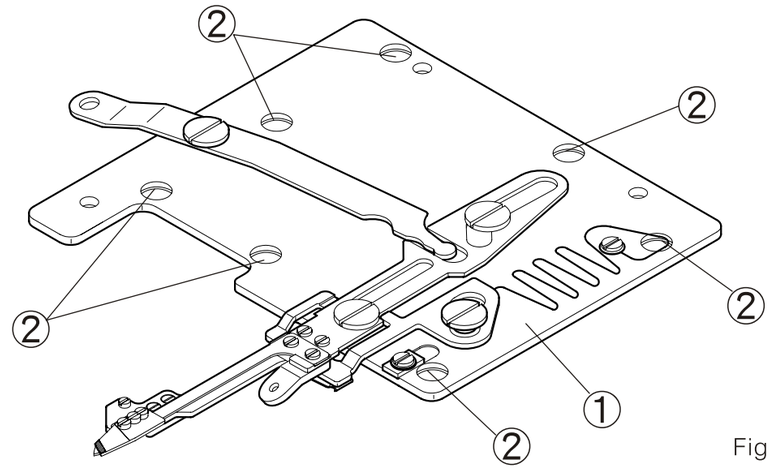

Fig. 26
(2) Cuando se ajuste, por favor afloje un poco los cinco tornillos 2 del soporte del equipo del rebordeador inferior. Después, mover el mencionado soporte 1 de atrás hacia delante para conseguir las características descritas anteriormente en (1). Finalmente, ajuste fuertemente todos los tornillos. (Fig. 26)